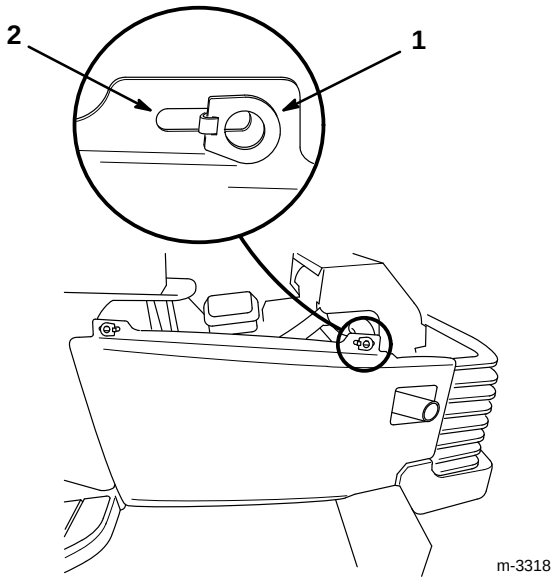

Figure 3
A. Soulever les deux anneaux de verrouillage du panneau et les faire pivoter d'un quart de tour (90°) pour qu'ils puissent passer dans la fente (Fig. 3).